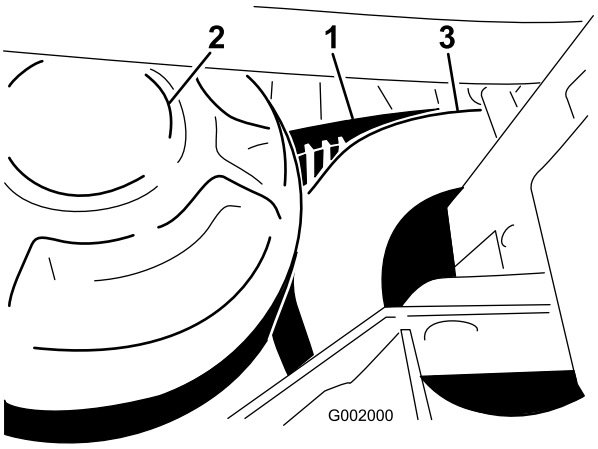

Figur 63
1. Drej remmen, og før den over den sekundære kobling (Figur 63).